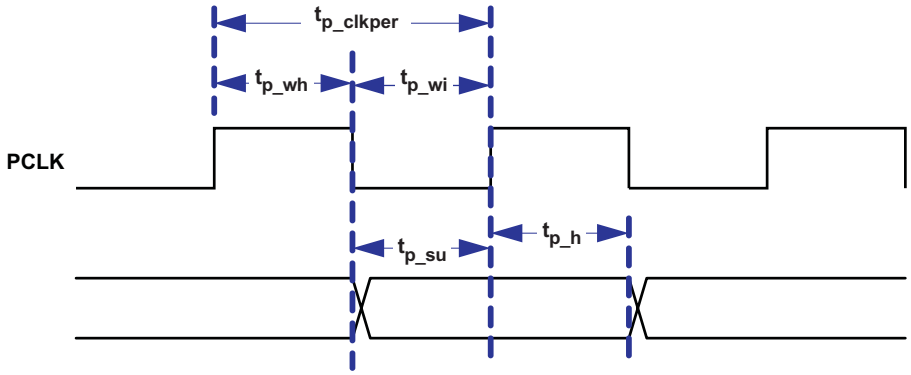

Figure 3. Parallel and BT.656 I/F General Timing
(1) The BT.656 I/F accepts 8-bit per color, 4:2:2 YCb/Cr data encoded per the industry standard by PDATA(7:0) on the active edge of PCLK (that is, programmable) as shown in Figure 3.
(2) Clock jitter (in ns) should be calculated using this formula: Jitter = [1 / f_{clock} – 28.35 ns]. Setup and hold times must be met during clock jitter.